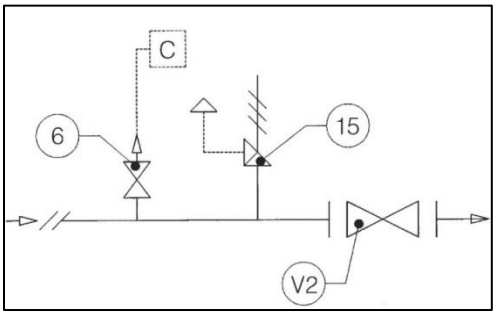

Figure 11: Connexion directe à la ligne
4.1.1 INSTALLATION EN DIRECT SUR LA LIGNE (fig. 11).